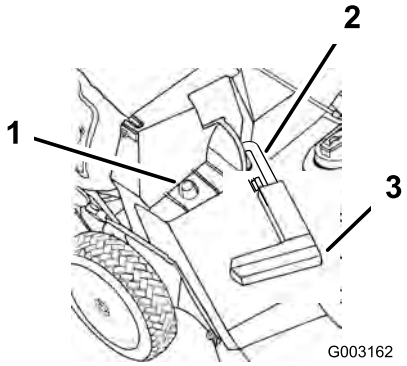

Bild 18
2. Stellen Sie sicher, dass der Griff an der Auswurfkanalklappe ganz nach vorne gestellt und dass der Stift im Riegel eingerastet ist (Bild 18).
3. Schieben Sie das Loch im Korbrahmen auf den Haltepfosten am Auswurfkanal (Bild 18).
2. Heben Sie den Griff der Auswurfkanalklappe an und ziehen ihn nach vorne, bis der Stift in den Riegel einrastet (Bild 18).